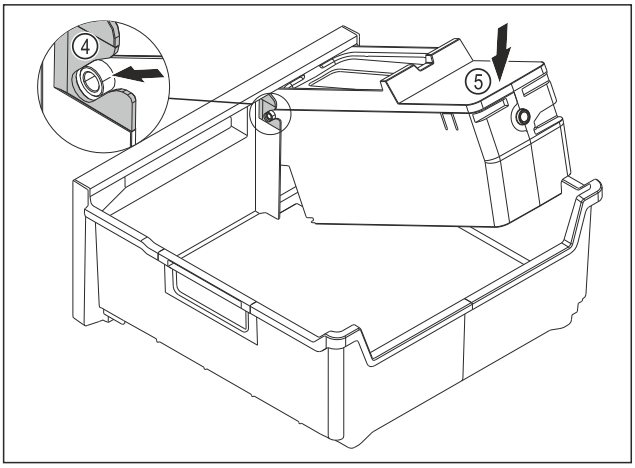

Fig. 145
▶ Montați corpul EasyTwist-Ice: Inserați axele corpului EasyTwist-Ice în ghidaje *Fig. 145 (4)*.
▶ Apăsați corpul EasyTwist-Ice *Fig. 145 (5)* în spate în jos.